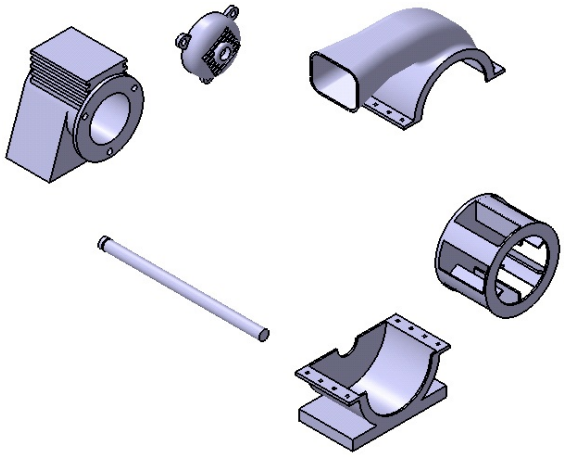

Figure 12-79 *The exploded view of the Blower assembly*
3. Choose the **Apply** button from the **Explode** dialog box to generate the exploded view; the **Information Box** message box is displayed. Choose the **OK** button from this message box to close it. The exploded view of the Blower assembly is shown in Figure 12-79.